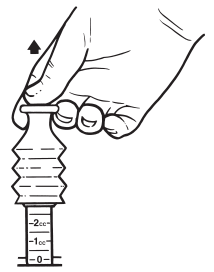

図16
(2)プランジャが止まり容量の3mLになるまで、滑らかにかつ均一にプランジャを引き上げます（図16）。
＊ b.プランジャが止まり容量の3mLになるまで、滑らかにかつ均一にプランジャを引き上げます（図16）。